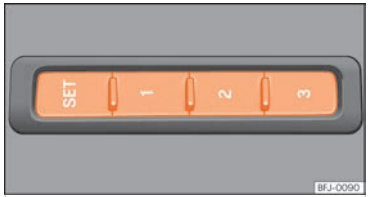

Fig. 79 On the outer side of the driver's seat: memory buttons.
- Press SET for longer than 1 second ››› Fig. 79.